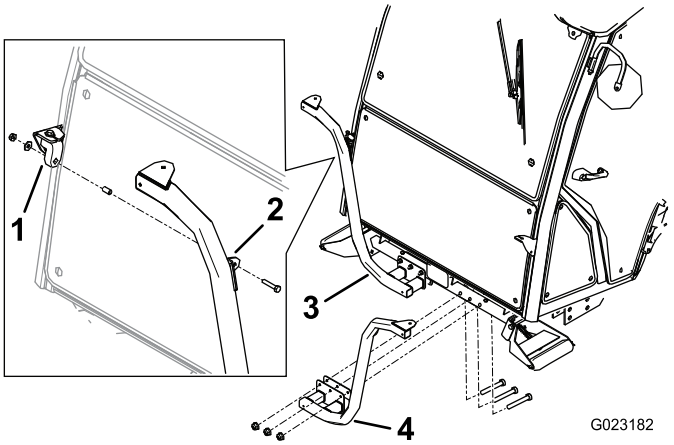

Bild 13
2. Befestigen Sie die rechte und linke Scheinwerferhalterung mit sechs Schrauben (3/8" x 2-1/2") und Bundmuttern (3/8") lose vorne am Rollenstützrohr. Positionieren Sie die Halterungen wie in Bild 13 dargestellt.